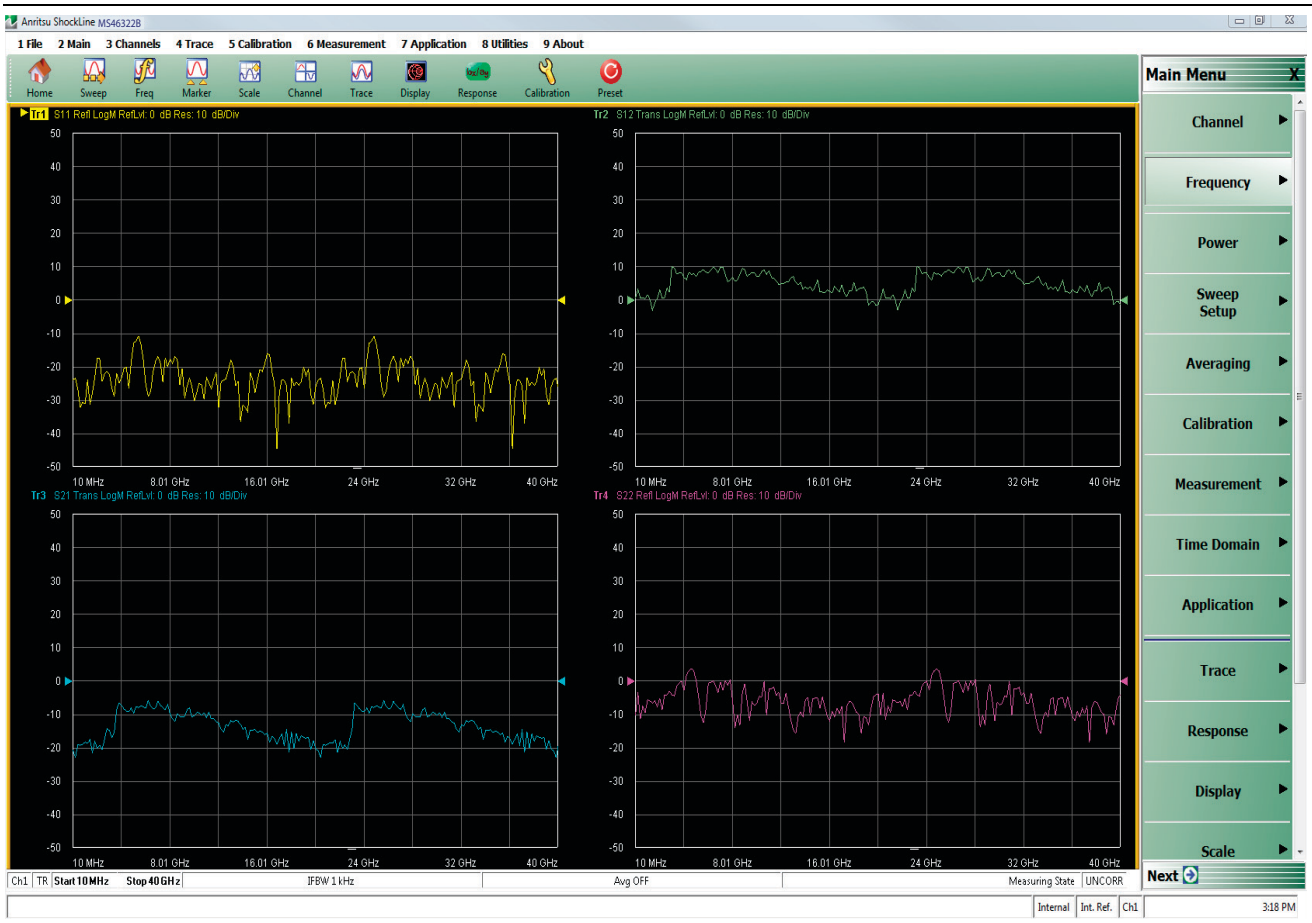

Figure 4-1. User Interface - Four Traces - FREQUENCY Menu (simulated data)
- Once powered up, you should see a GUI interface screen as Figure 4-1 on page 4-1.
- You should see a GUI interface screen as Figure 4-1 on page 4-1 if a monitor is in use.
The main screen is shown below in Figure 4-1. The key areas of the main screen are the Menu Bar, Icon Toolbar, and MAIN MENU right-side function menus. These are identified in Figure 4-2 on page 4-2.